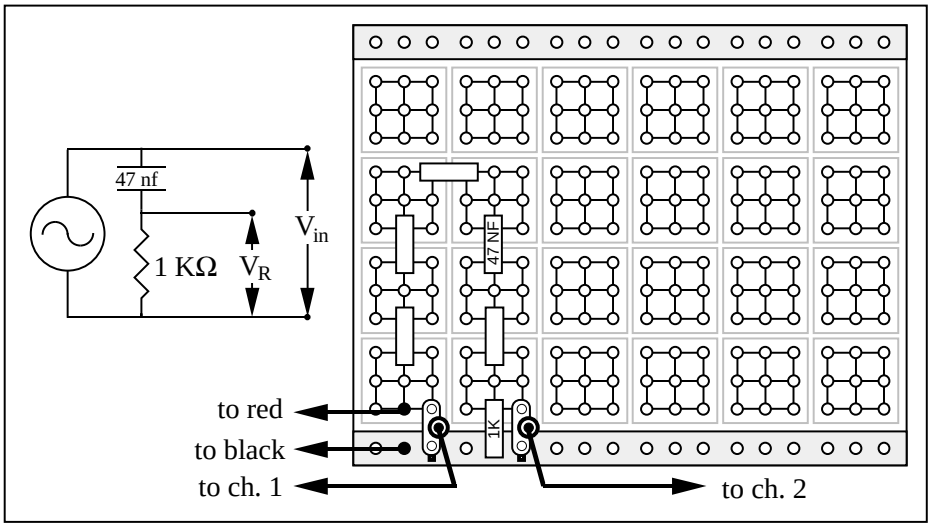

Figure 6
1. *Become familiar with the circuit plug board (Fig. 6) and the banana type plug-in components.* Note there are 24 groups with 9 socket plug-in holes in each group. While the 9 plug-in holes in each group are electrically connected together, each of the 24 groups is isolated unless connected by plug-in components. Two isolated metal bus bars (with banana plug-in holes) on the sides may facilitate common connections for some circuits.
As a first configuration use the RC series circuit sketched in Fig. 6 as a guide using the scope to observe simultaneously the output of the AC signal generator and the signal across the resistor. How do the relative V_{peak}-to-V_{peak} amplitudes compare at low, medium and high frequencies. It may help to know that the reactance X_C of a capacitor is $X_C = 1/\omega C$, the impedence Z is $Z = \sqrt{R^2 + X_C^2}$ and medium frequencies are given by $X_C \approx R$. Qualitatively explain the behavior.